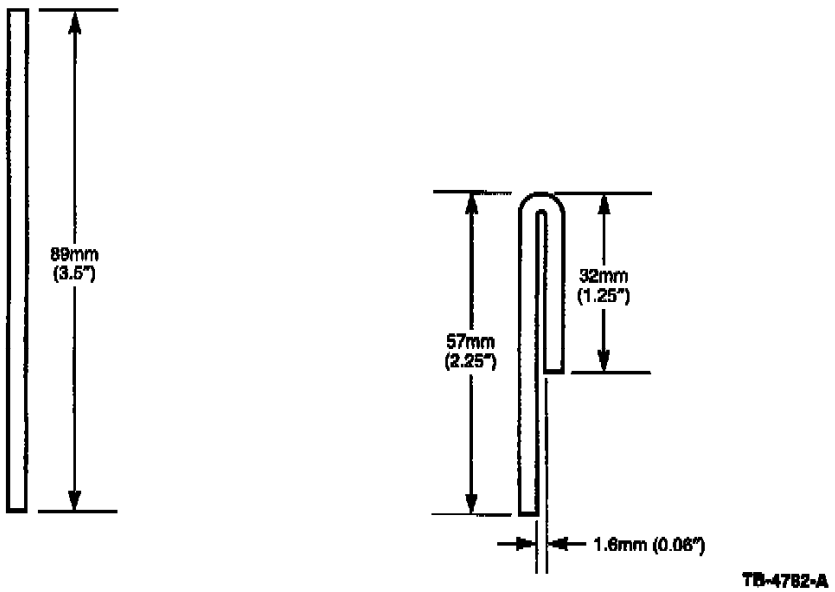

Figure 1
b. Fabricate a cleaning tool (Figure 1).